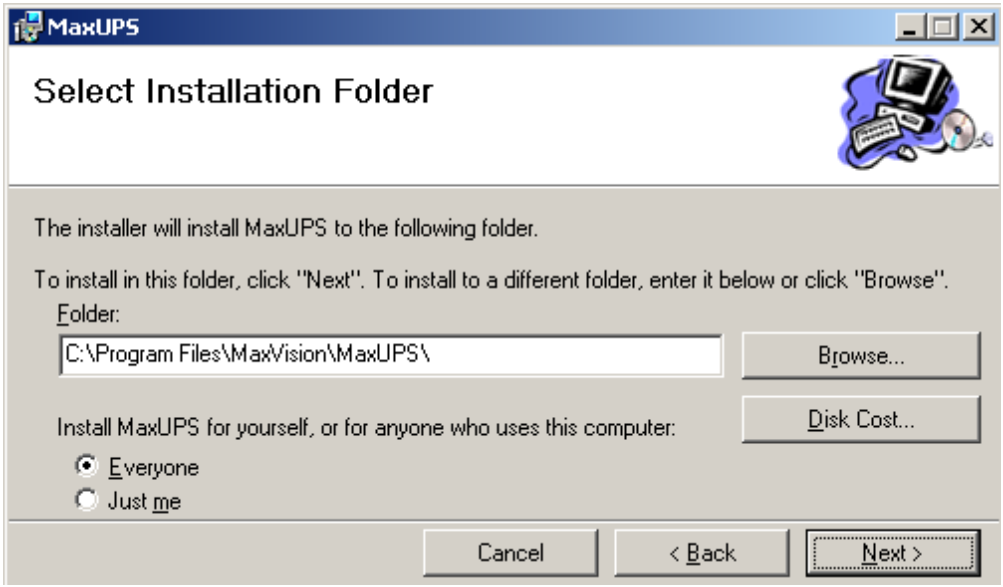

Figure 3-4
7) Click the **Next** button and observe the **Select Installation Folder** dialog (Figure 3-4).